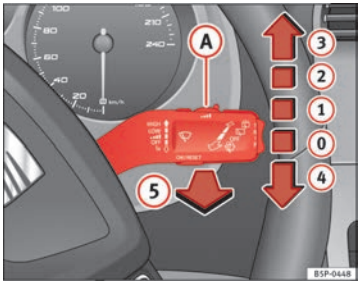

Fig. 85 Windscreen wiper and windscreen wash lever
The windscreen wiper lever ⇒ fig. 85 has the following positions:
- The next speed down will automatically be selected if wiper speed (2) ⇒ fig. 85 or (3) is selected when the vehicle stops. The set speed will be resumed when the vehicle starts again